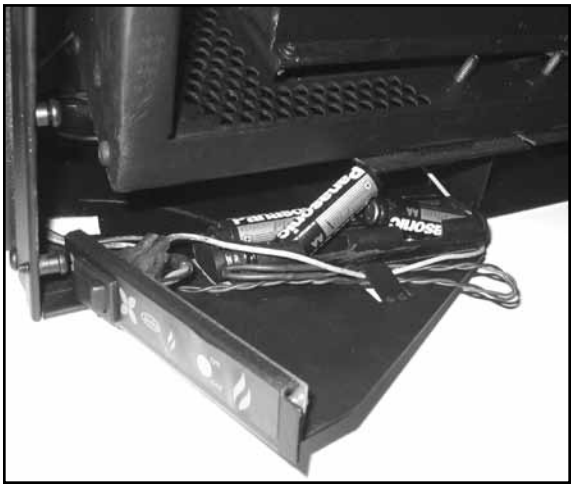

Figure 12: Control Panel & Battery Pack Bracket.
2. Pull the right end of the control panel forward; it will pivot out (see Figure 12). The battery pack for the receiver is mounted to the same bracket as control panel
3. Replace the four (4) 1.5V "AA" batteries.